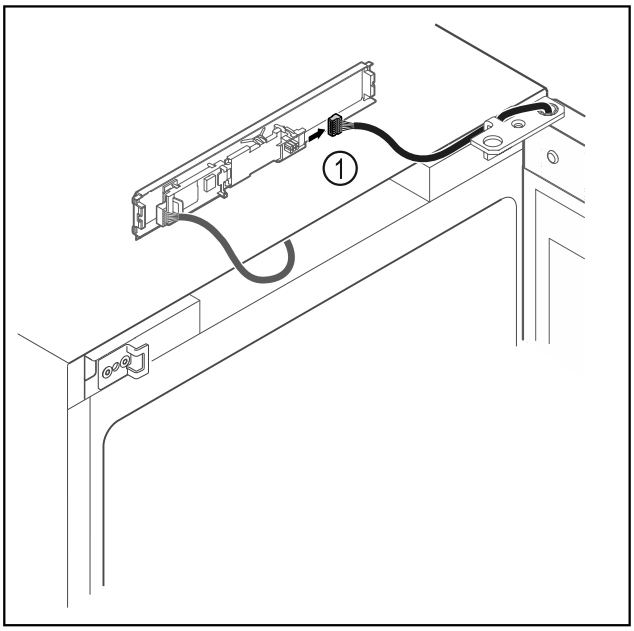

Fig. 14
▶ Desenchufar el conector *Fig. 14 (1)* de la platina.